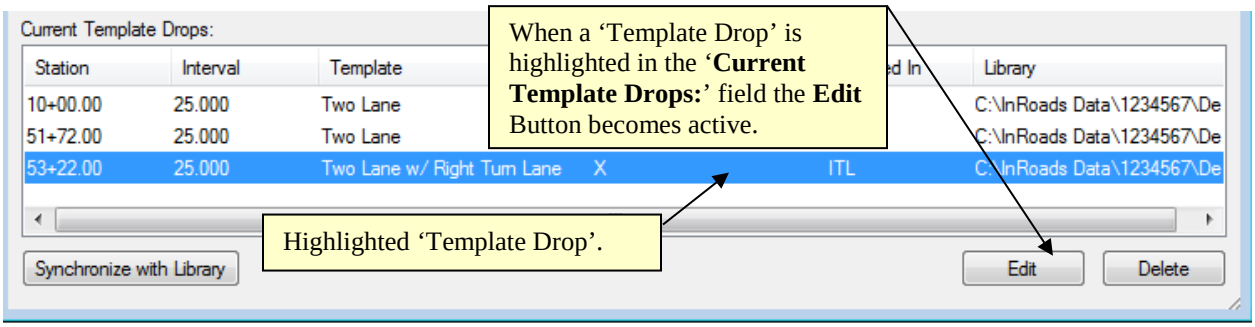
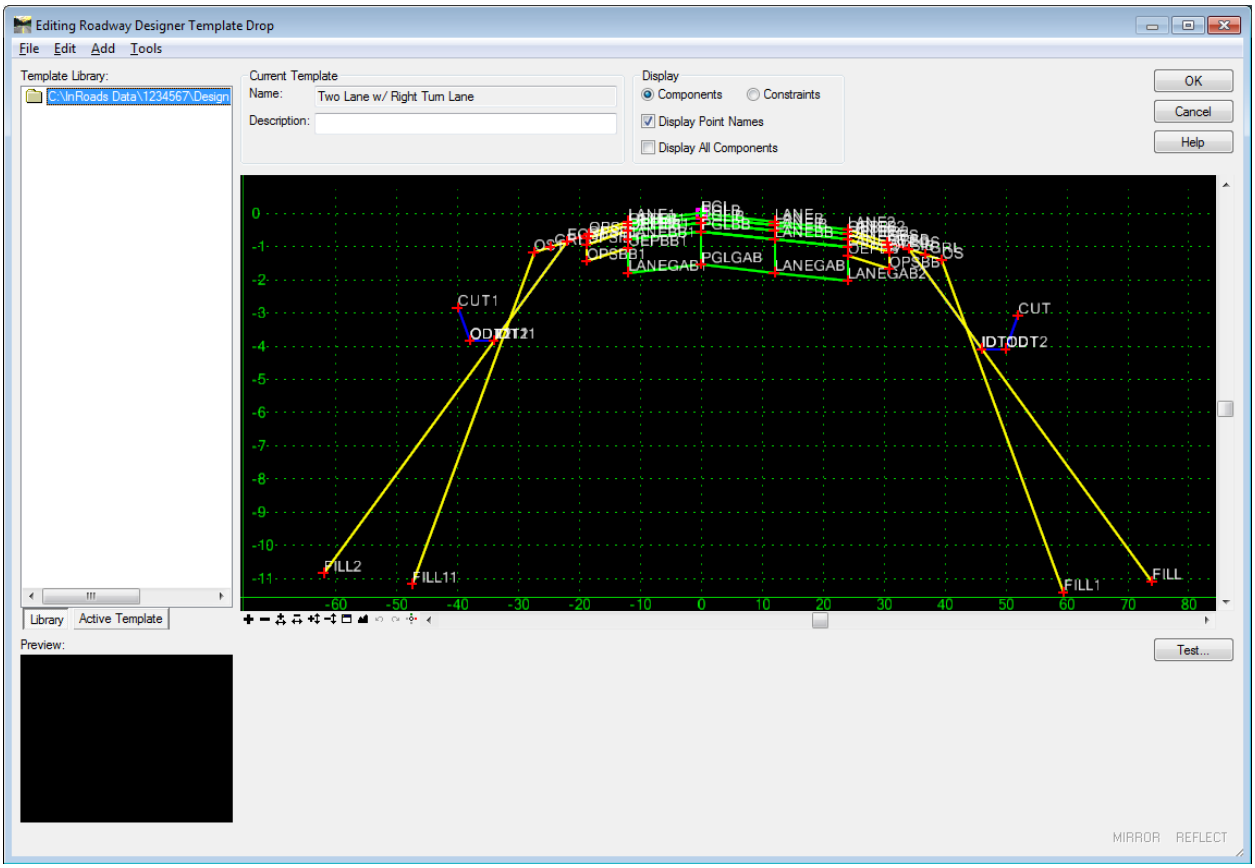

Figure L8-15 Template Drops
Figure L8-16 Editing Roadway Designer Template Drop
22.	**Before closing the Template Drops dialog to resolve the transitions, let's look at the Template Drops dialog a little further.** • Highlight Station **53+22.00** in the **Current Template Drops:** field. • Notice the **Edit** button becomes active as shown in *Figure L8-15*. • Click the **Edit** button. The **Editing Roadway Designer Template Drop** Window opens as shown in *Figure L8-16*. • Continue to **Step 23**.